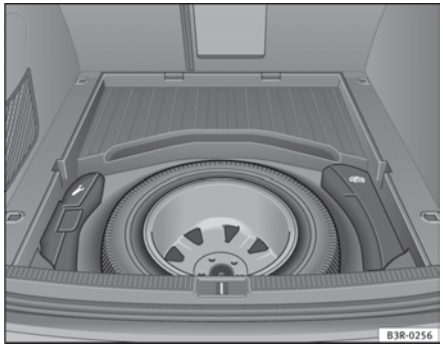

Fig. 188 Spare steel rim wheel
– Turn the plastic knob ⇒ fig. 188 anti-clockwise.